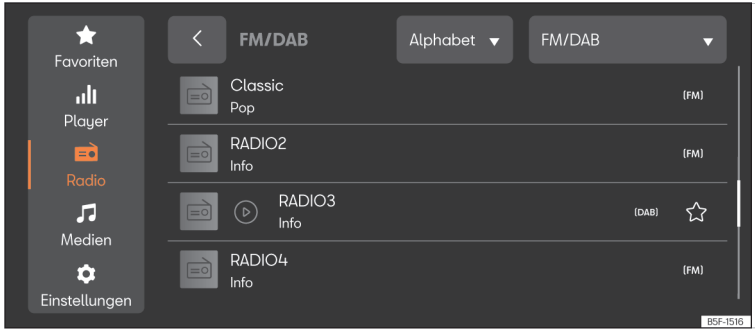

Abb. 173 Schematische Darstellung: Ansicht Radio.
- Drücken Sie **MENÜ** > ⊙ > ››› (Abb. 173).